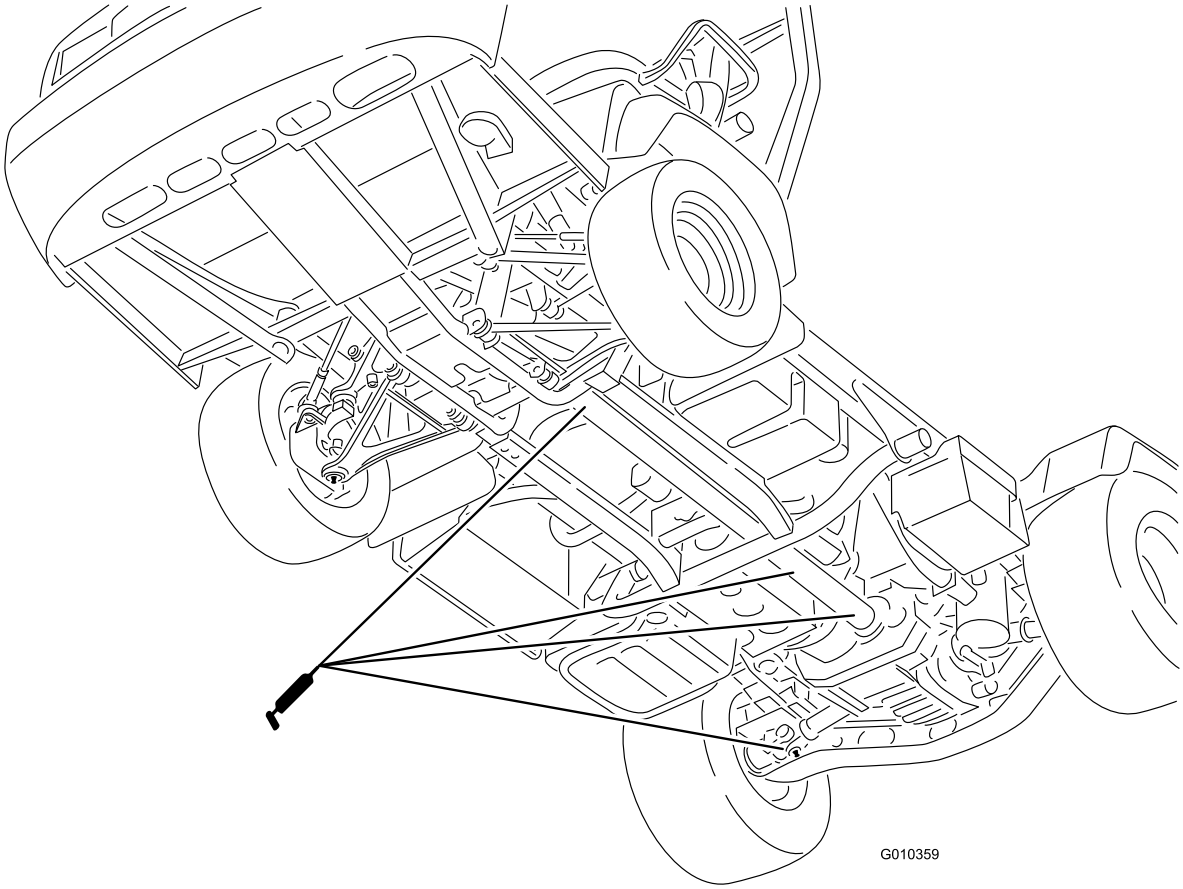

Figur 42
- U-samling (18) og 4-hjuls-drivaksel (3) (Figur 42)